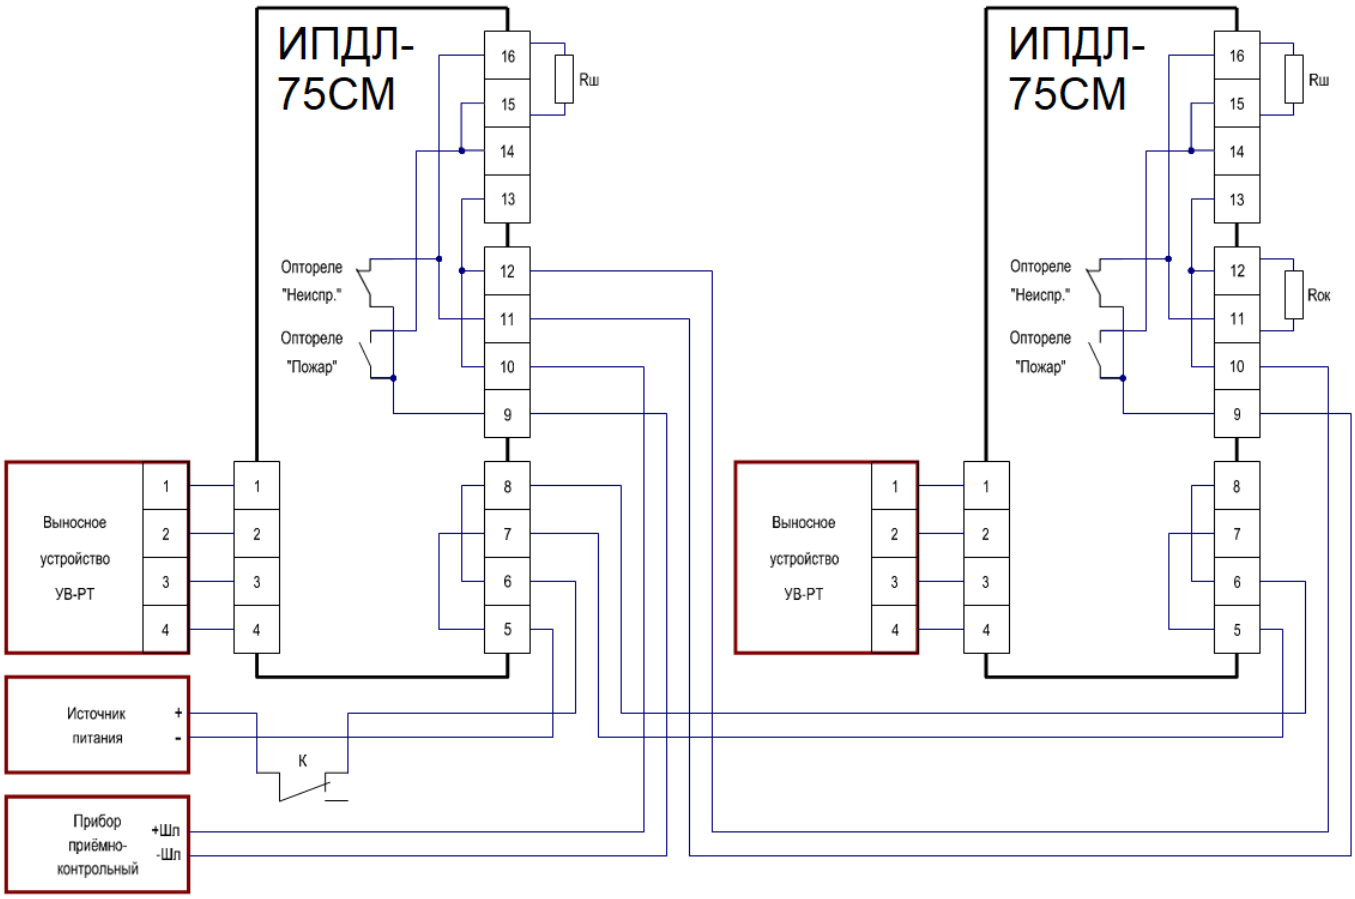

Рисунок 10
3.9.3 Схема с шунтирующим резистором Rш (рисунок 10).